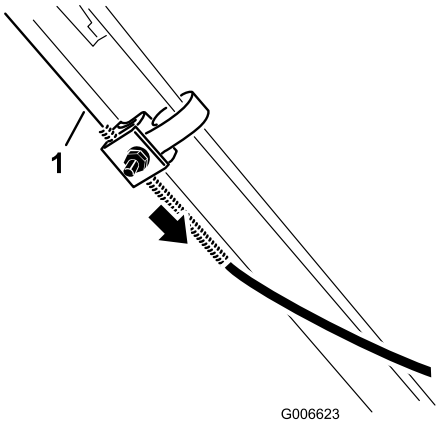

Figuur 30
6. Trek de kabelmantel naar beneden (in de richting van de maaimachine) totdat de kabel strak staat (Figuur 30).